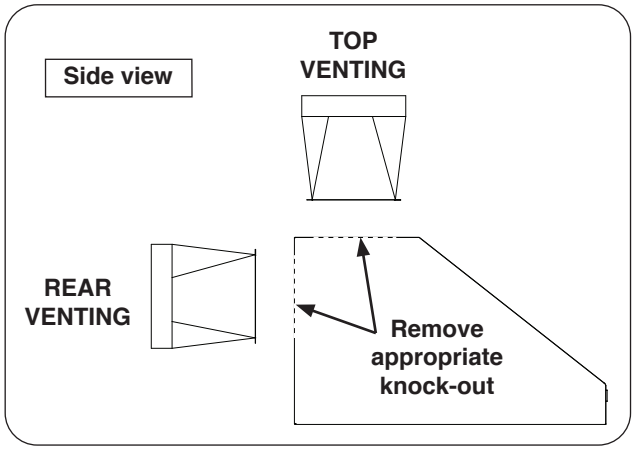

Fig. 14-1 Remove knock-out (top or rear)
1. **Before mounting the transition onto the unit, remove the appropriate knock-out required for your installation (see Fig. 14-1).**